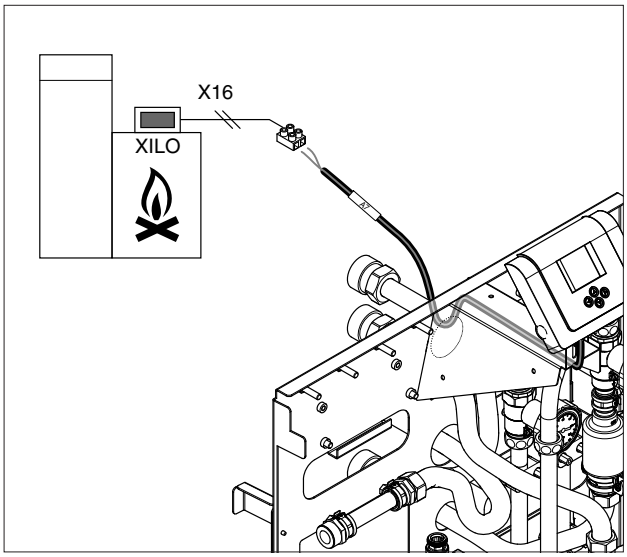

*Abb. 47 Anschließen eines Feuerungsautomaten.*
- Den mit A7 bezeichneten Ausgang über eine Lüsterklemme mit dem Feuerungsautomaten eines Wärmeerzeuger verbinden (Abb. 47).